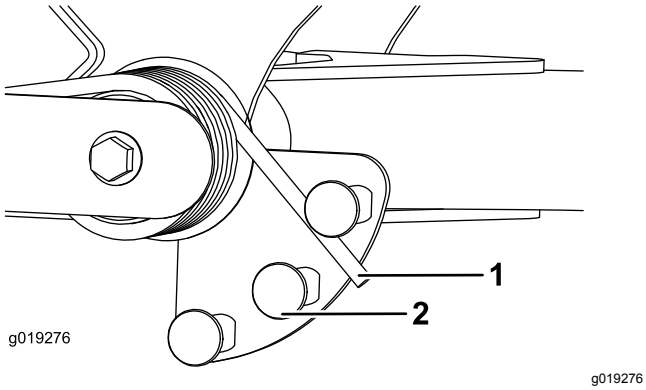

**Figur 53**
2. Sätt ett rör eller liknande på den långa fjäderänden och vrid det runt fjäderdonet till önskat läge (Figur 53).